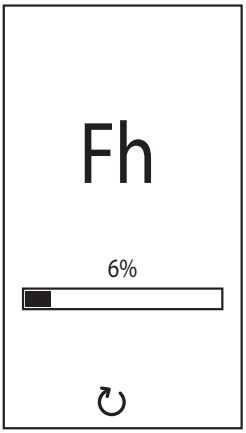

fig. 9- Purga de aire con ventilador apagado
- En los próximos 280 segundos, continúa el ciclo de purga de aire con el ventilador apagado (fig. 9).